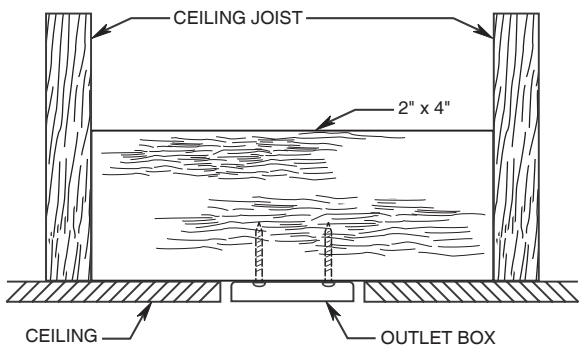
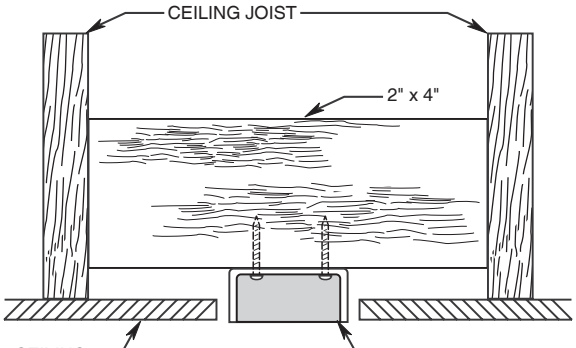

**Figure 1**
**Figure 2**
Your new ceiling fan will require a grounded electrical supply line of 120 volts AC, 60 HZ, 15 Amp Circuit. Electrical code requires use of a fan-rated outlet box to support the extra weight and motion associated with a ceiling fan. A fan-rated box will be labeled as such and typically supports up to a 70lb ceiling fan. Fan-Rated Outlet Boxes vary in ratings and design. Ensure the ratings of your ceiling fan outlet box meet the requirements for the ceiling fan being installed. Figure 1, Figure 2 and Figure 3 depicts different structural configurations that may be used for mounting the outlet box.
**Low profile usage diagram idea (Figure 1)**
**Deeper profile usage diagram idea (Figure 2)**